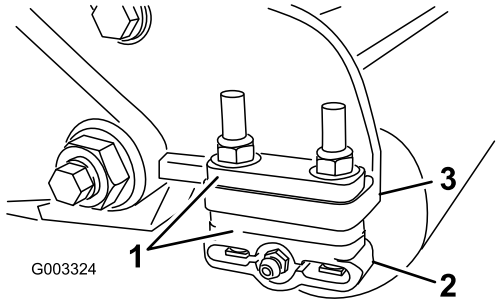

**Figur 10**
1. Juster beslagene på bagrullen (Figur 10) for at opnå den ønskede klippehøjde ved at placere den nødvendige mængde afstandsklodser under sidepladens monteringsflange (Figur 10) i henhold til klippehøjdeoversigten.